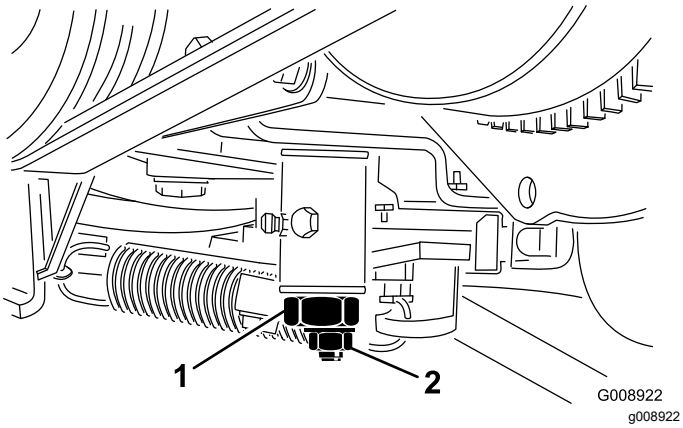

**Figur 59**
3. Løsn låsemøtrikken på traktionsjusteringsknasten (Figur 59).